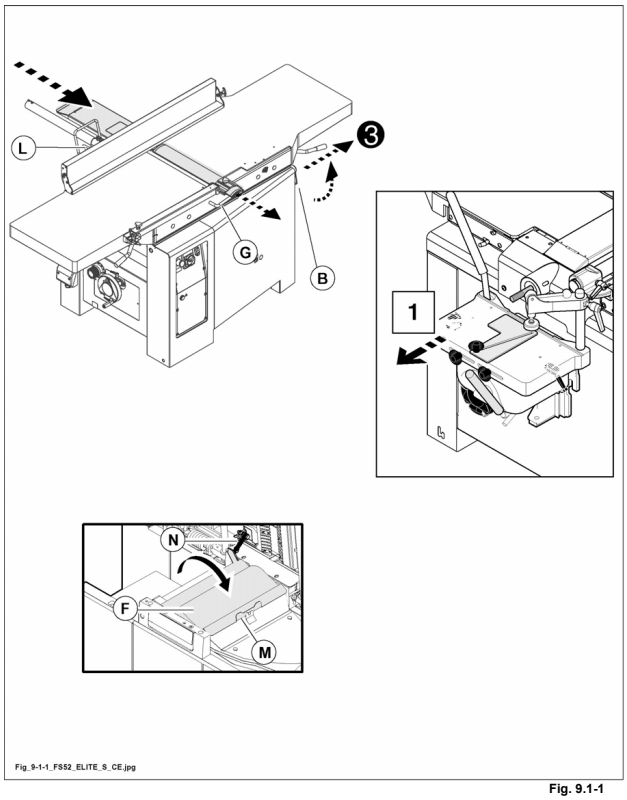

Fig. 9.1-1
allentare la maniglia (L fig. 9.1-1) e spostare la guida filo tutta avanti; riserrare la maniglia (L fig. 9.1-1).
- Allentare la leva (B fig. 9.1-1); tirare verso l'esterno la leva (B fig. 9.1-1) (pos.3) e contemporaneamente sollevare le piane a filo agendo sulla maniglia (G fig. 9.1-1);
accertarsi che il bloccaggio (N fig. 9.1-1) apertura piano sia correttamente posizionato.
- Ribaltare la protezione convogliatruccioli (F fig. 9.1-1) assicurandola tramite la molla (M fig. 9.1-1) (la rotazione della protezione agisce nuovamente sul micro riattivando la macchina).
la lavorazione a spessore può avvenire solo se la protezione (F fig. 9.1-1) è in posizione.